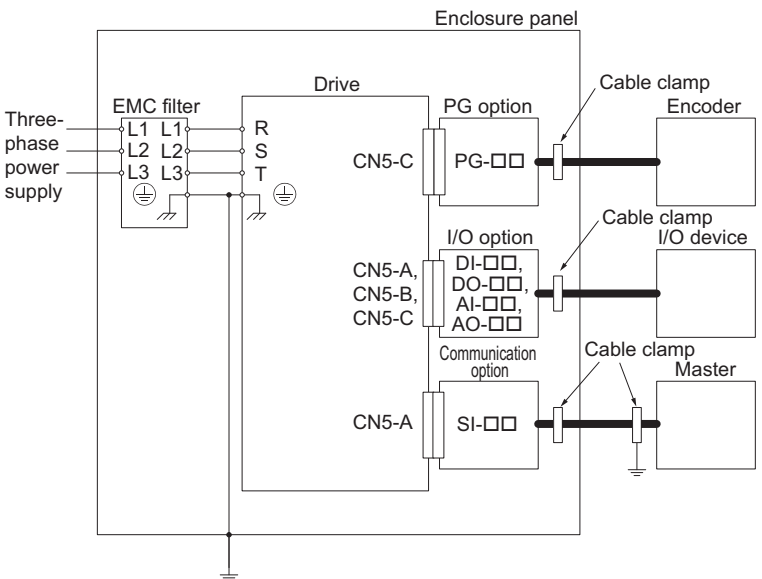

Figure 27 Option Installation for CE Compliance
2. Keep wiring as short as possible and ground the largest possible surface area of the shield to the metal panel according to ***Figure 27***.